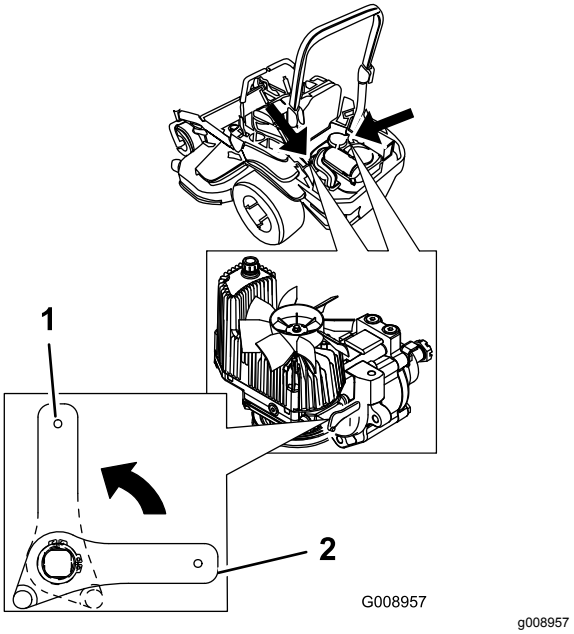

**Figur 38**
2. Vrid utlösningsventilspakarna till lodrätt läge för att skjuta på maskinen (Figur 38).
4. Vrid utlösningsventilspakarna horisontellt för att köra maskinen (Figur 38).